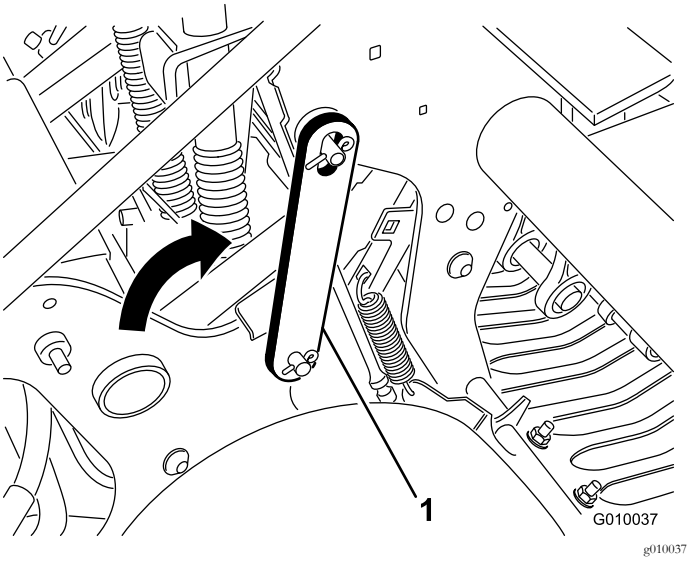

Figuur 21
4. Draai de onderhoudsvergrendeling naar achteren en steek deze op de pen van de beluchtingskop (Figuur 21). Vastzetten met de borgveer.